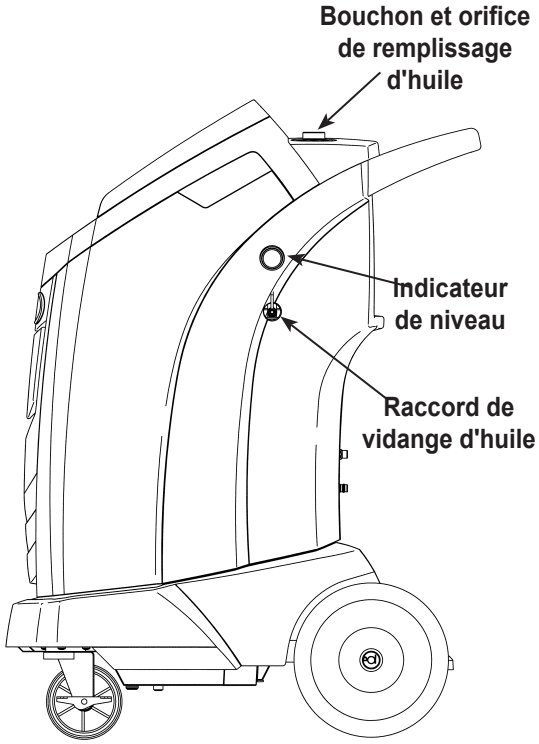

Figure 9
3. Ouvrez **lentement** le bouchon de remplissage d'huile pour vérifier qu'il n'y a pas de pression dans la machine. Enlevez le bouchon avec précaution. Reportez-vous à la Figure 9.